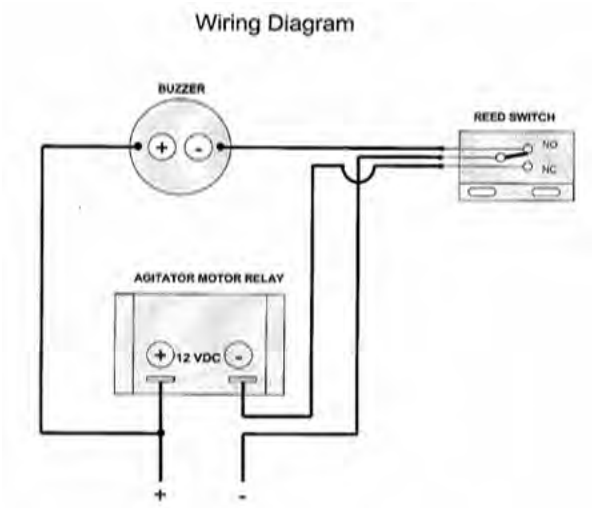

Figure 14.
14. Secure the alarm to the bracket. (See Figure 14.)